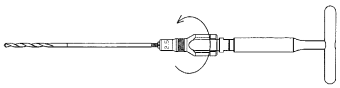

図 2
1) 2.5 ドリルの後端に 2.5 ドリルチャックを接続し，ガイドピンチャック用ソケットレンチを用いて確実に固定します．（図 2）